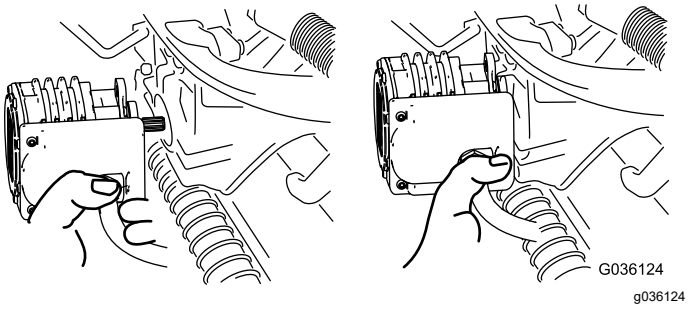

Figura 72
5. Mueva el motor al lugar de almacenamiento en la parte delantera del brazo de suspensión (Figura 72).